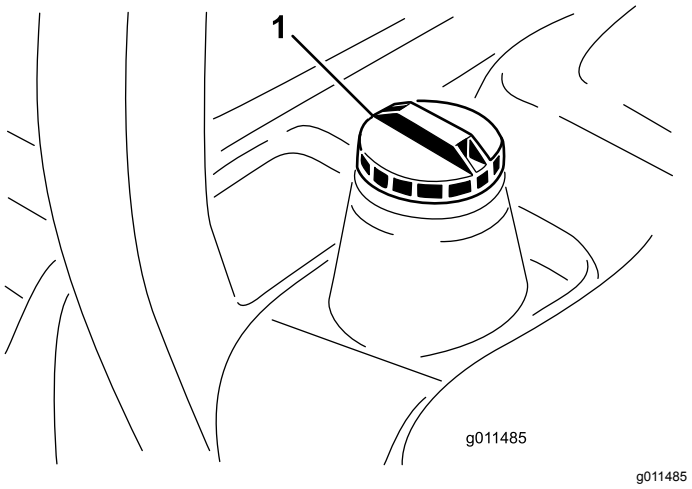

**Figur 16**
3. Fjern dækslet fra brændstoftanken (Figur 16).